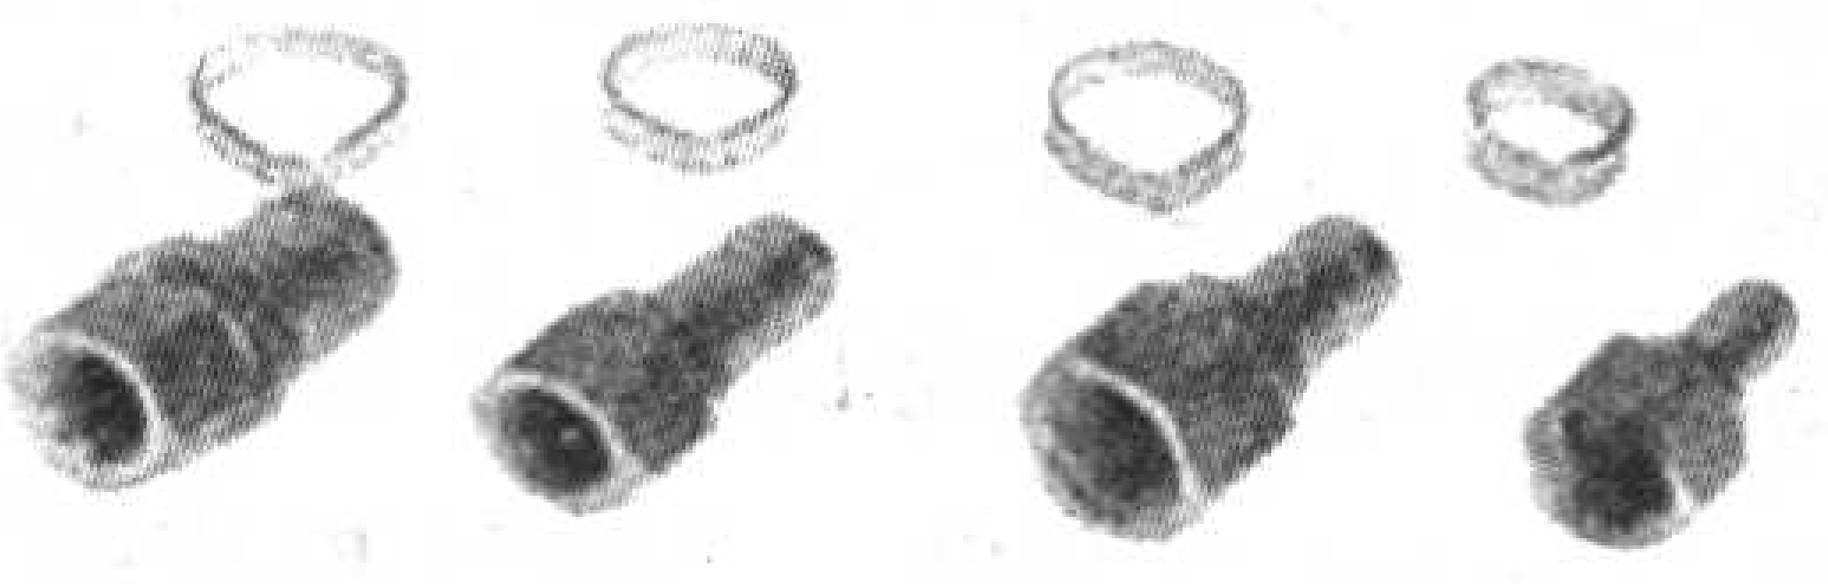

图18
3.卡环式 将电缆插入接头，卡环套在电缆上，用夹钳咬紧卡环（图18）。